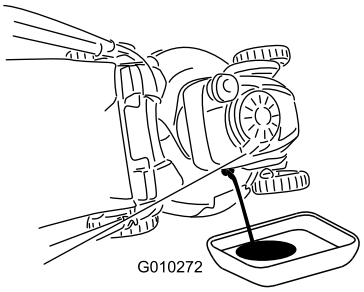

Bild 23
4. Kippen Sie die Maschine so auf die Seite, dass der Peilstab nach unten zeigt, und lassen Sie das Altöl über den Öleinfüllstutzen in die Auffangwanne ab (Bild 23).